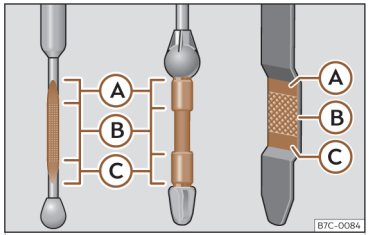

Abb. 228 Ölmessstab
- Den Messstab anschließend wieder herausziehen und den Ölstand ablesen ››› **(Abb. 228)**. Füllen Sie gegebenenfalls Motoröl nach.
- Wenn der Ölstand mindestens den Bereich ››› **(Abb. 228)** Ⓑ erreicht hat, vorsichtig den Deckel des Einfüllstutzen aufschrauben ››› ⓘ.